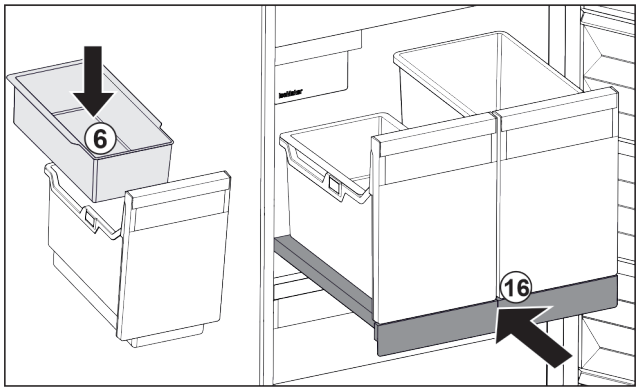

Fig. 35
▶ Вставьте навесной лоток *Fig. 35 (6)* для кубиков льда.
▶ Вставьте выдвижную панель с контейнером (IceTower). *Fig. 35 (16)*